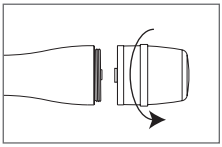

Figure 1
(1) Loosen the microphone head counter-clockwise. (Figure 1)